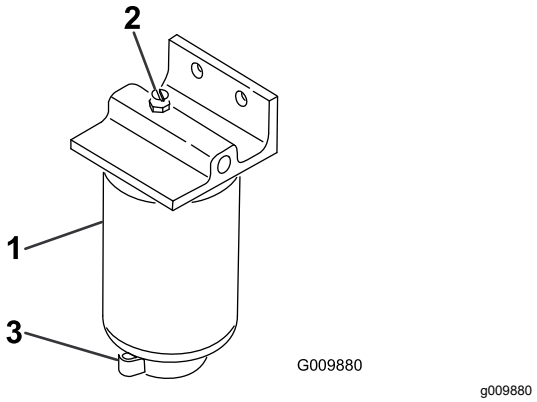

Figur 58
3. Lossa avtappningsventilen i botten på filterskålen (Figur 58).
2. Rengör området där filterskålen ska monteras (Figur 58).